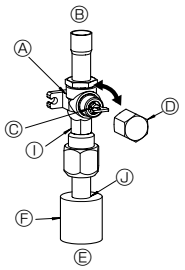
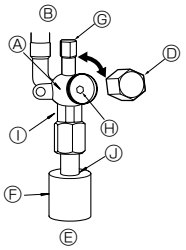

Fig. 4-5
Fig. 4-6
(1) Côté gaz (Fig. 4-5)
① Enlever le capuchon, ramener la poignée vers soi et la tourner d'un quart de tour en sens inverse des aiguilles d'une montre pour ouvrir la vanne.
② Vérifier que la vanne d'arrêt est complètement ouverte, appuyer sur la poignée et tourner le capuchon pour le ramener sur sa position d'origine.
(2) Côté liquide (Fig. 4-6)
① Retirez le bouchon, et tournez la tige de soupape à fond dans le sens antihoraire avec une clé hexagonale de 4 mm. Arrêtez de tourner quand elle frappe la retenue.